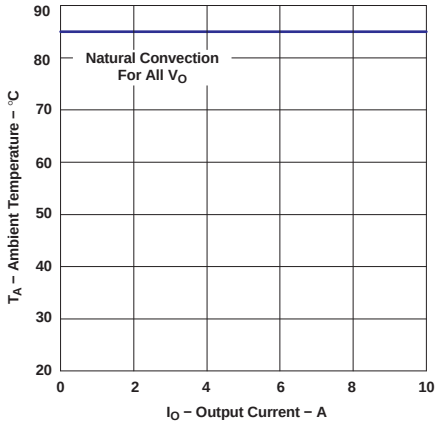

Figure 8.
(2) The temperature derating curves represent the conditions at which internal components are at or below the manufacturer's maximum operating temperatures. Derating limits apply to modules soldered directly to a 100 mm x 100 mm double-sided PCB with 2 oz. copper. For surface mount packages (AS and AZ suffix), multiple vias must be utilized. Please refer to the mechanical specification for more information. Applies to Figure 8.